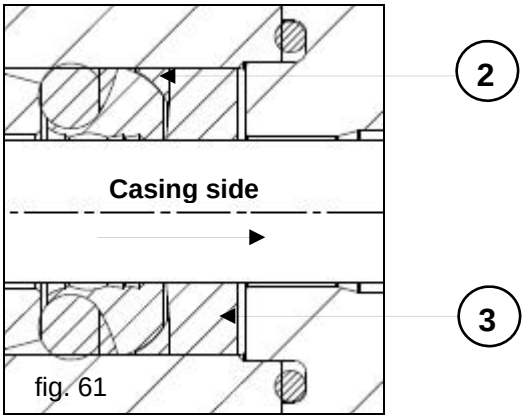

fig. 61
The seals bush ③ must be inserted in the liner with the discharges turned outward (casing side) as indicated in fig. 60 and in fig. 61 .